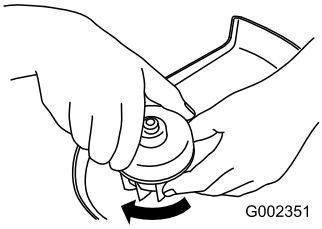

Figur 17
3. Skruva kåpan medsols tills den sitter fast ordentligt (Figur 17).